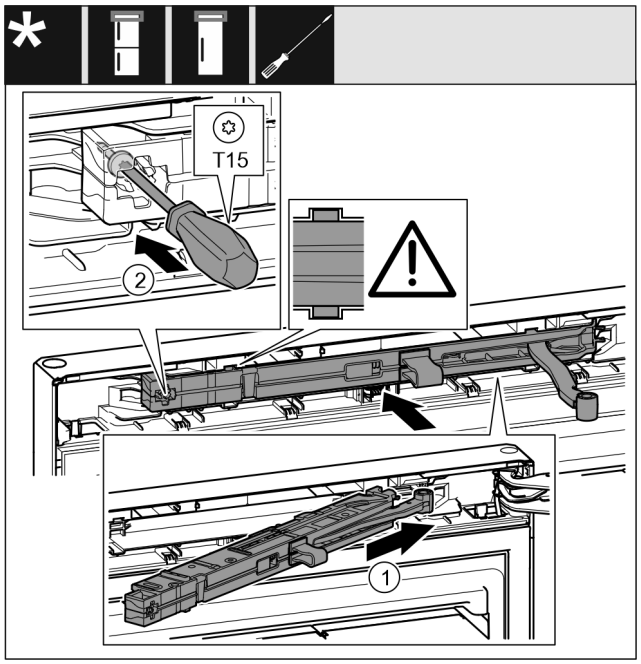

Fig. 24
- ▶ Iebīdiet slīpi durvju amortizatora mezglu *Fig. 24 (1)* gultņa balsta pusē līdz galam padziļinājumā.
- ▶ Pieskrūvējiet skrūvi *Fig. 24 (2)* ar skrūvgriezi.